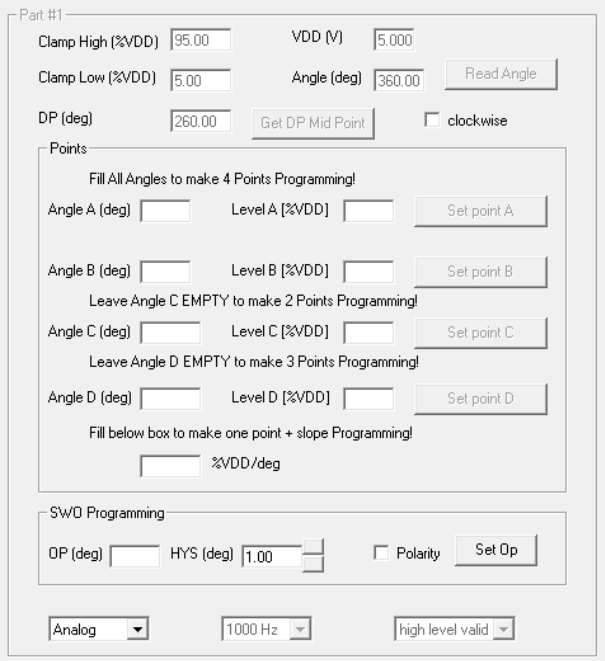

图 4.1.4　编程参数设置
3、Part #1 及 Part#2 是对两路信号分别做参数设置，此处以 Part1 为例说明，图 4.1.4，Part2 相同操作。